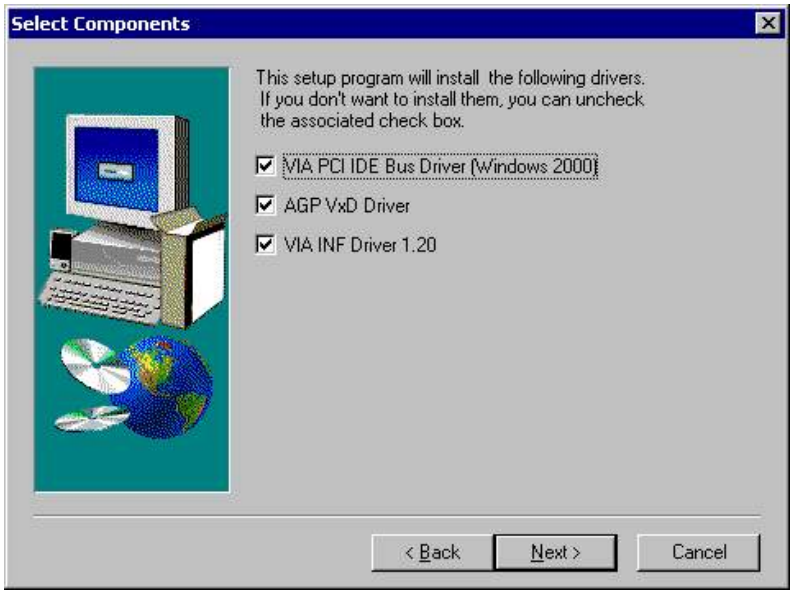

图 4-2-3
3、出现组件选择画图（全选），点击“ Next ”继续（如图 4-2-3）。